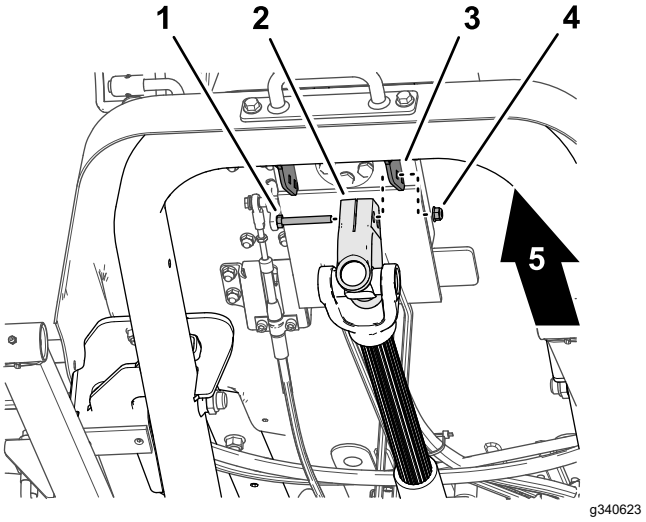

Bild 15
1. Entfernen Sie, während Sie die Antriebswelle abstützen, die Innensechskantschraube und die Sicherungsmutter, mit denen das Antriebswellenjoch an der Befestigungshalterung des Steuerventils befestigt ist (Bild 15), und senken Sie die Antriebswelle vorsichtig ab.